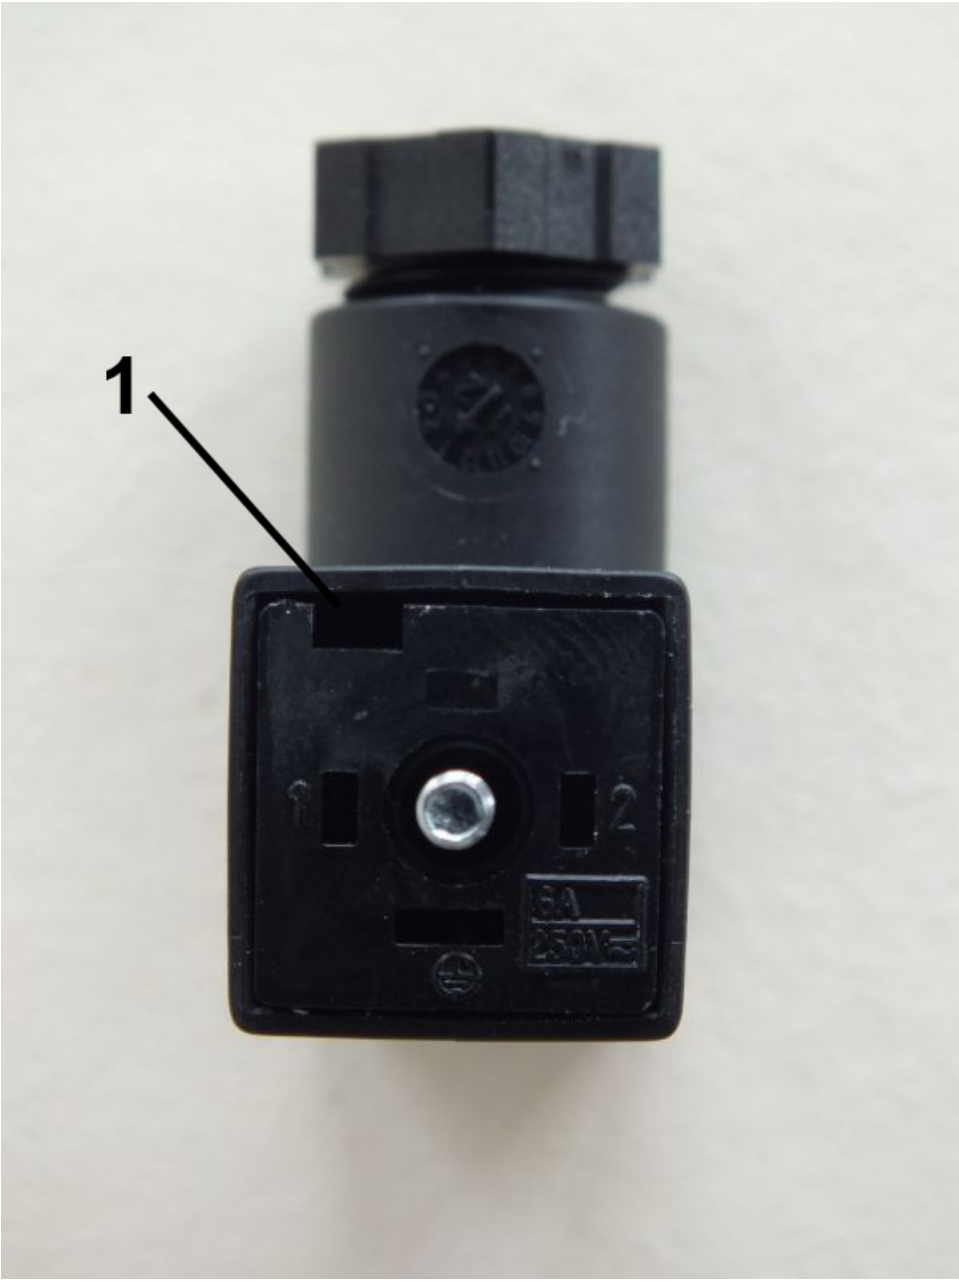

Fig. 23: Loosen inner section
3. Remove the inner section from the socket by inserting a flat-bladed screwdriver into the slot (*Fig. 23*/1) and carefully pry out the inner section.
7. Place the inner section (*Fig. 23*) back into the socket and push until it locks on